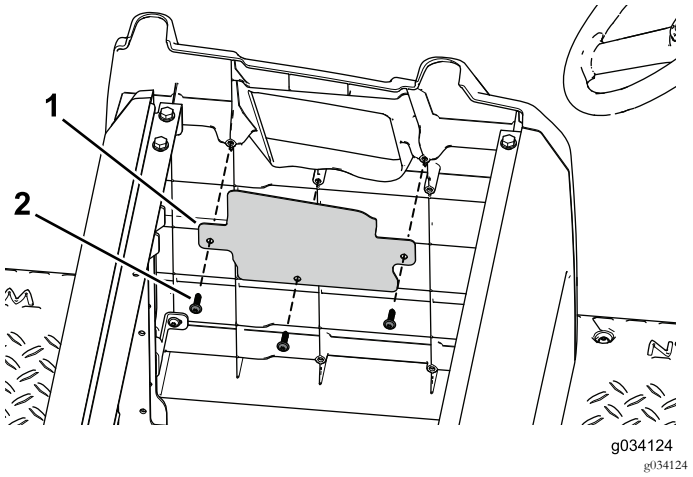

Figuur 95
6. Verwijder de 3 zelftappende schroeven om het deksel van de opening op de zijplaat te bevestigen (Figuur 95).